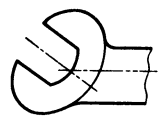

Рис. 168
60. Почему у гаечного ключа головка повернута относительно оси рукоятки (рис. 168)?